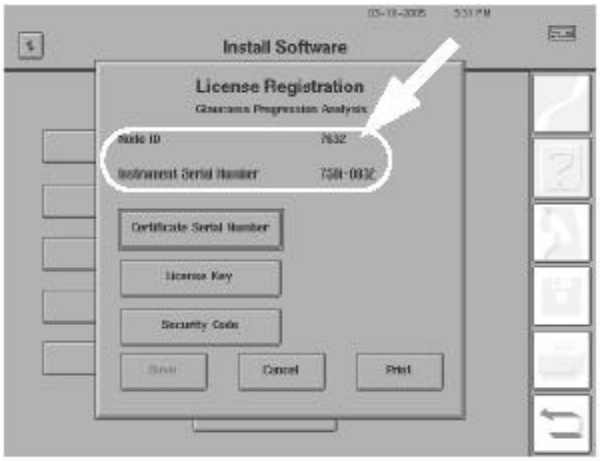
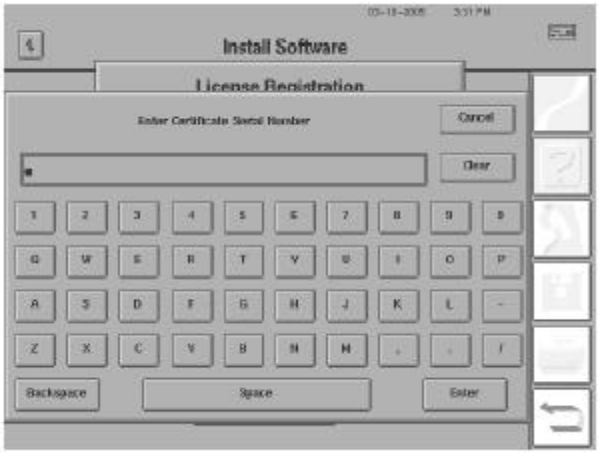

Figure 1. License Registration Screen.
Figure 4. HFA2i Certificate Serial Number Input Screen.
1. From the HFA2i instrument *Main Menu*, select **System Setup.** Then press **Additional Setup**. Press the **Install Software.** Press the **Install** button for the appropriate feature being licensed (Figure 1). For illustration purposes, we will follow the process for GPA licensing.
2. When the License Information screen for the software option opens (Figure 1), write down the Node ID information and the Instrument Serial Number provided. You will need this Node ID and the HFA2i Serial Number to complete the software licensing process on the Carl Zeiss Meditec website.
1. Select **Certificate Serial Number** from the License Registration Screen (Figure 1). A pop-up keyboard will appear, as is shown in Figure 4. Use the pop-up keyboard to type in the certificate serial number that is printed on the certificate. The certificate is found in the licensed software kit. When the entry is completed, select **Enter**.